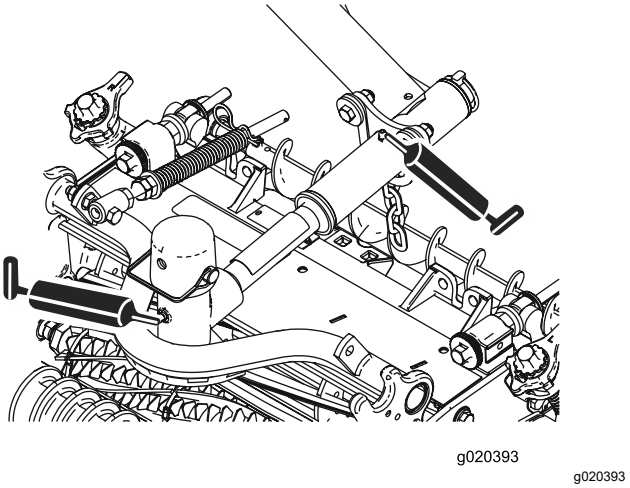

Figuur 59
- Draaipunten van maai-eenheden (2 elk); zie Figuur 59.